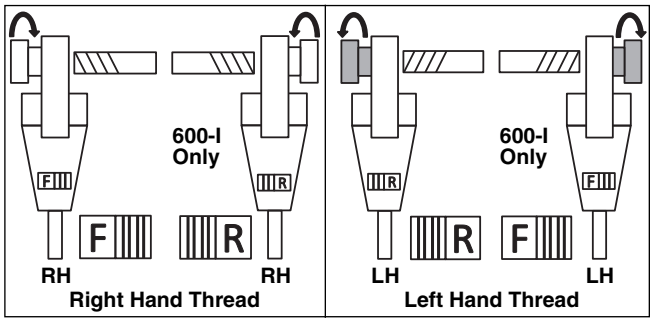

Figure 10 – Slide Switch/Die Head Orientation
7. Position the power drive F/R Slide Switch for the desired right or left hand thread. *See Figure 10*.